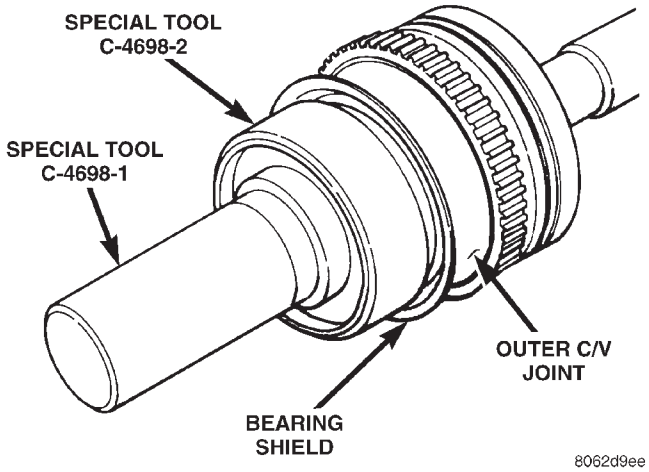

Fig. 43 Special Tools for Installing Bearing Shield
(1) Install bearing shield by hand on outer C/V Joint so that it is installed squarely on the C/V joint.
(2) Position installer, Special Tool, C-4698-2 and handle, Special Tool, C-4698-1 on face of bearing shield (Fig. 43).